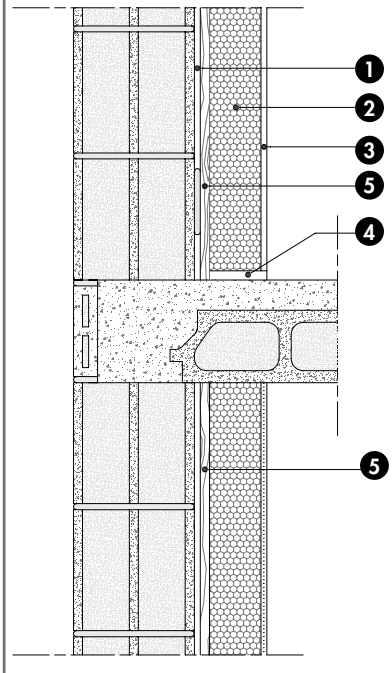

Fig. 3 : Mur de type II en maçonnerie
2. Mur de type II (fig. 3)
Nomenclature de la figure 3